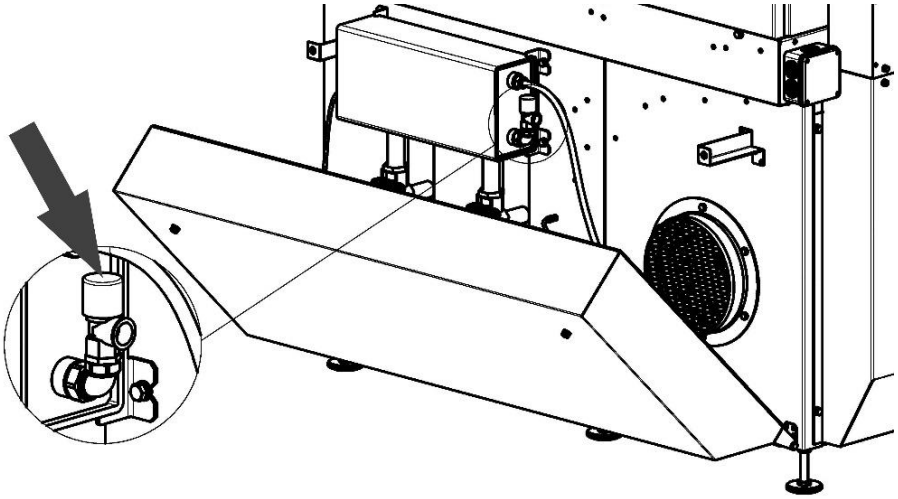

Рисунок 17
2) на заднем кожухе стола сварщика отвинтить болты М8х20, кожух открыть (рисунок 17);